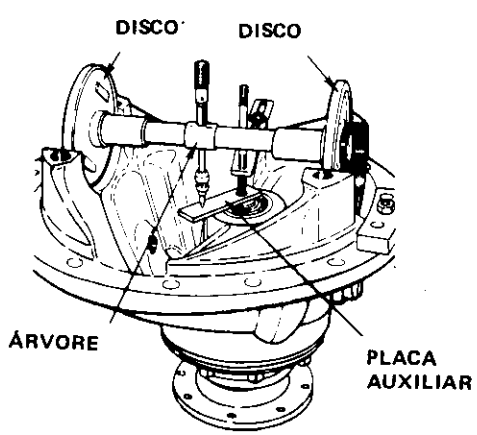

FIGURA 7
f) Instale a caixa do pinhão no diferencial (com o pacote original) e aperte os componentes de fixação da mesma com o torque de aperto especificado no item 9;
g) Instale o calibrador, conforme indica a figura 7. O calibrador de ajuste do pinhão constitui-se de um micrômetro de leitura direta, montado em uma árvore, que deverá ser instalada nas sedes dos mancais da caixa dos satélites.